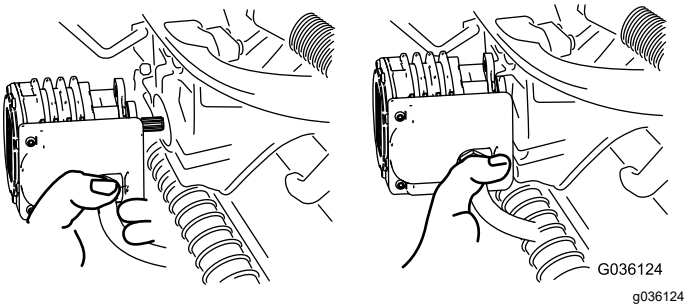

Figura 58
4. Spostate il motore in posizione di stoccaggio davanti al braccio di sospensione (Figura 58).